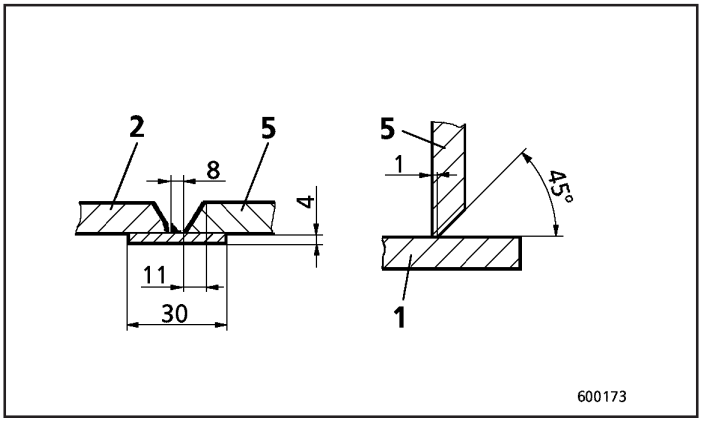

Fig.63
6. Fixe a placa de cobertura (5, Fig. 63) e verifique se a solda foi executada corretamente.